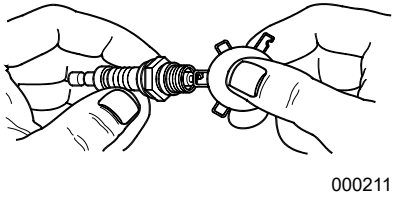

Figura 4-4. Bujía
3. Compruebe la separación entre electrodos con un calibrador de alambre y configúrela a la medida recomendada de 0,028 - 0,031 pulg. (0,70 - 0,80 mm). Consulte la ***Figura 4-4***.